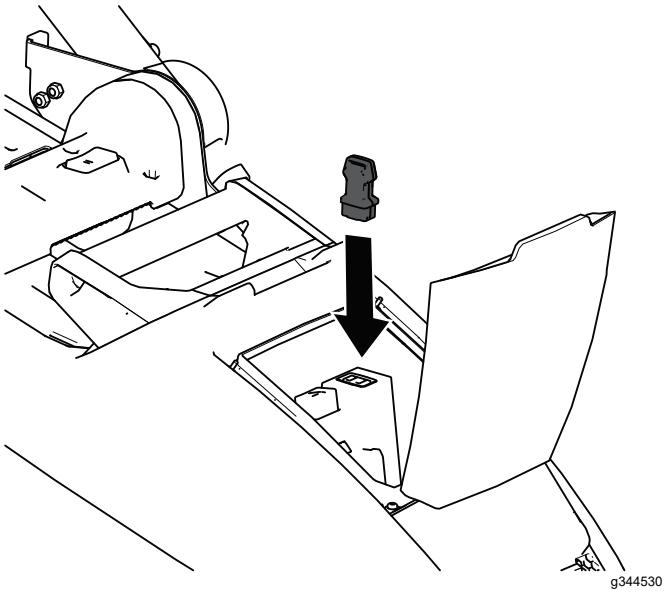

Figur 10
2. Sæt sikkerhedsnøglen i maskinen (Figur 10).
1. Slip bøjlen til skæreknivenes kraftudtag (Figur 10).
2. Tag sikkerhedsnøglen ud af maskinen (Figur 10).